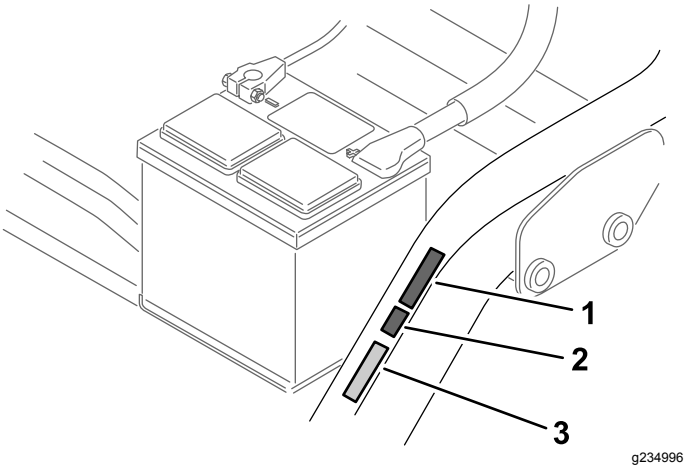

Figur 17
- Monter CE-merke merket ved siden av serienummerplaten (Figur 17).
- Fest CE-merket ved siden av CE-produksjonsårmerket (Figur 17).